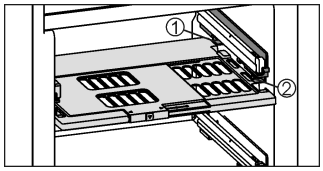

Fig. 14
- ▶ Vložení police s regulací vlhkosti: Výstupky víka police zespod zaveďte do zadních držáků *Fig. 14 (1)* a vpředu zaklesněte do držáku *Fig. 14 (2)*.